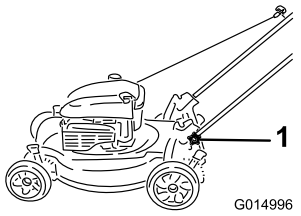

Figur 37
1. Lossa handtagsreglagen tills du kan röra handtaget fritt (Figur 37).